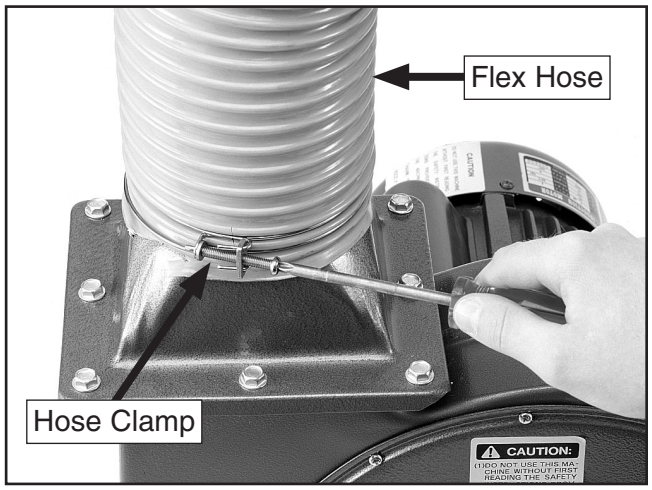

**Figure 9.** Attaching flex hose onto collector body outlet.
7. Slip a loosened hose clamp over each end of the flex-hose, and attach the ends over the collector and collector body outlet. Tighten each hose clamp until snug, as shown in **Figure 9.**